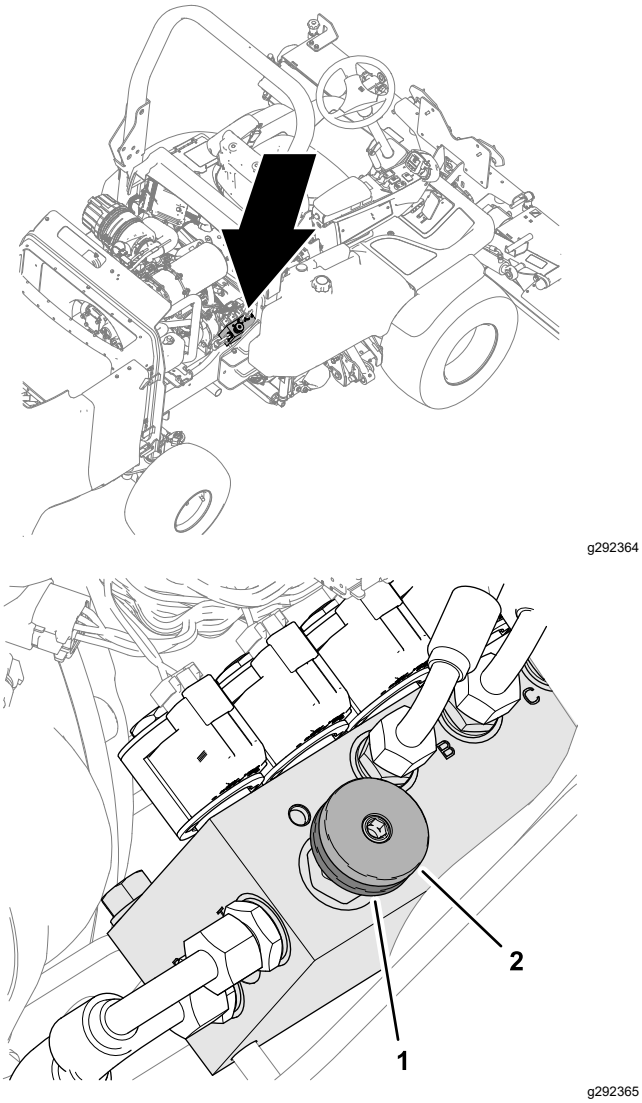

Figuur 31
2. Draai aan de rechterkant van de machine het vergrendelingswiel van het verdeelstuk voor de gewichtsoverbrenging een halve slag linksom los terwijl u het handwiel stabiel houdt (Figuur 31).
3. Draai het handwiel van de gewichtsoverbrenging (Figuur 31) als volgt:
4. Draai het vergrendelingswiel weer vast (Figuur 31).